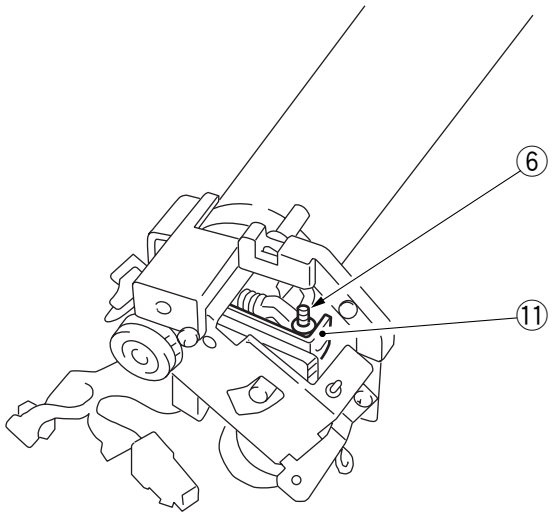

Figure 6-209
8) Release the pressure by positioning the screw ⑥ and the bushing (rear) as shown in Figure 6-209.